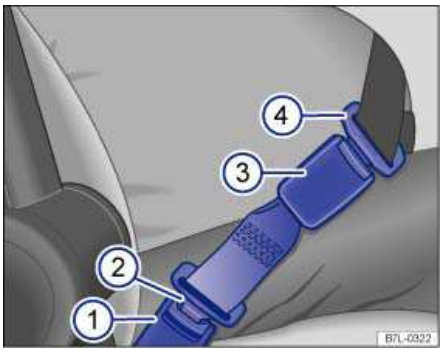

Fig. 64 A safety belt extender properly attached to the factory-installed safety belt.
Key to fig. 64:
- Insert the buckle tongue on the safety belt extender ⇒fig. 64 (2) into the vehicle belt buckle for the seat where the safety belt extender is being used (1).